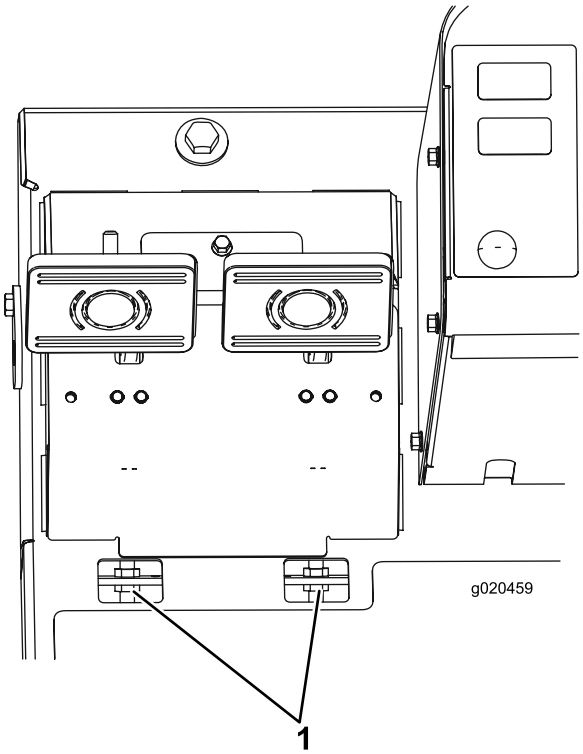

Figur 67
B. Lossa frontmuttern på den gängade änden av bromsvajern (Figur 67).